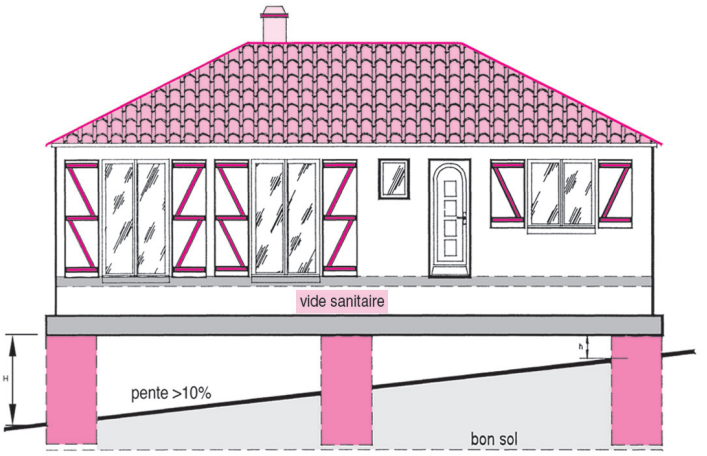

Fig. 22 : Sol homogène en forte pente sous l'emprise de la maison
- **à tous types de terrain** (cf. fig. 22 à 26), plat, accidenté ou inondable ;